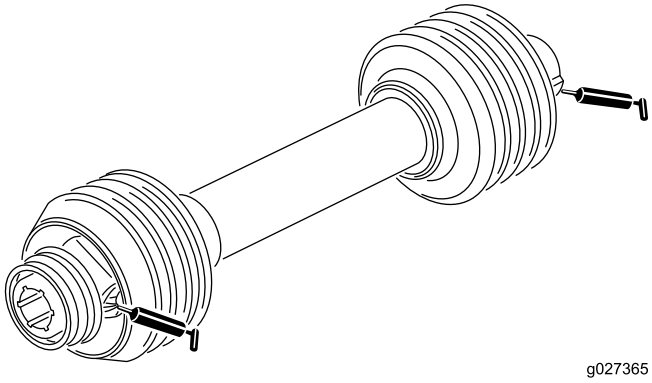

Figur 11
2. Smør niplene på vifteaksellagrene som illustrert i Figur 11 med nr. 2 litiumbasert smørefett.
Smør de to drivakselniplene som illustrert i Figur 11 med nr. 2 litiumsbasert smørefett.